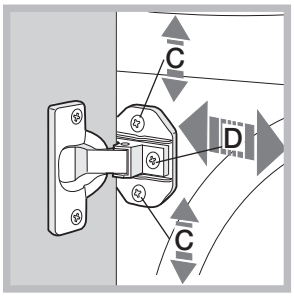

Rys. 7
- Aby wyregulować położenie panelu w pionie i w poziomie, należy użyć śrub **C** i **D** w sposób pokazany na rys. 7.